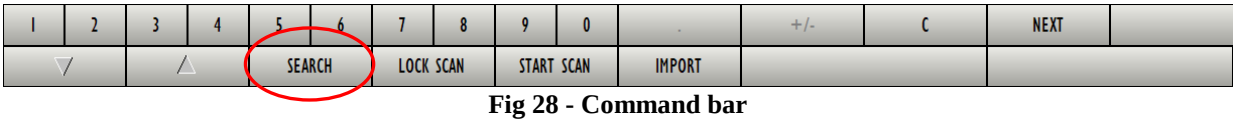

Fig 28 - Command bar
- click the **Search** button on the command bar (Fig 28).